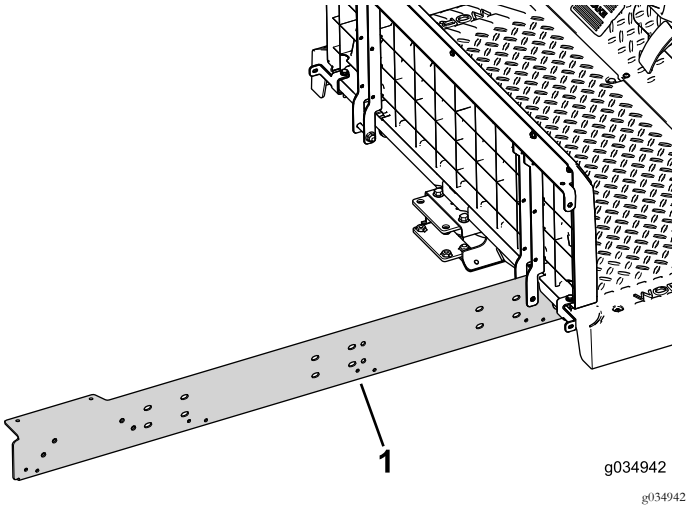

Figur 22
2. Monter forlengelsesskinnen løst på høyresiden av maskinen (Figur 22).